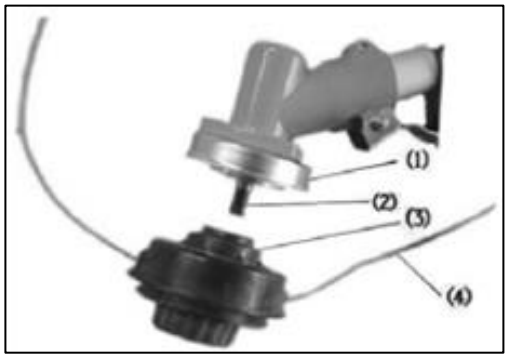

Rys. 9
1. Nałóż wewnętrzny i zewnętrzny pierścień na wał przekładni (Rys. 9 poz. 1).